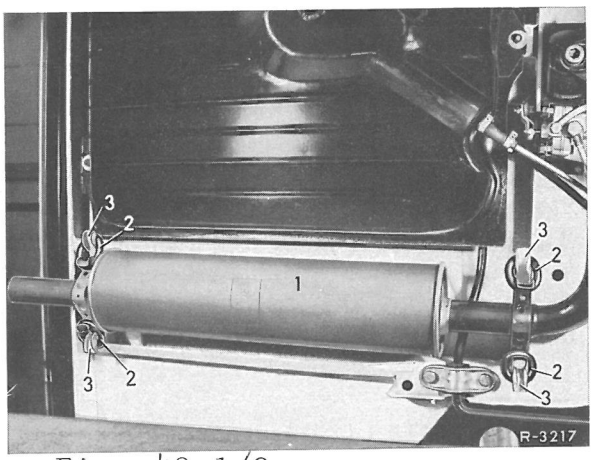

Fig. 49-1/2
3 Spændebøjle (6)mellem udstødningsrørholderen (4) på gearkassen og udstødningsrøret løsnes og tages af (fig.49-1/1).
4 Gummiringene (2) til fastgøring af hovedlydpotten på rammen hægtes af (fig.49-1/2).